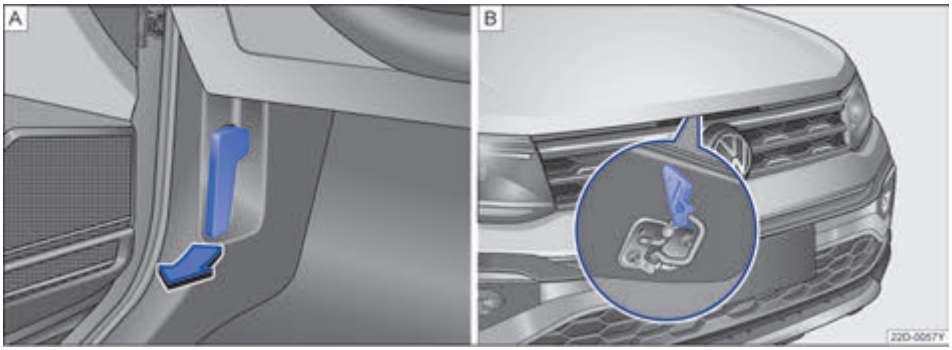

图 148 [A] 发动机舱盖锁开启手柄。[B] 散热器格栅上方用于打开发动机舱盖的分离杆。
– 将车门打开沿图示箭头方向拉动开启手柄→ 图 148 [A]，舱盖在弹簧机构的作用下弹开稍许。
– 略微抬起发动机舱盖，拨动锁钩，使锁钩脱开→ 图 148 [B]→ ⚠